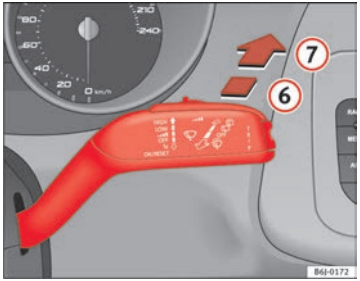

Fig. 61 Windscreen wiper and windscreen wash lever: rear window wiper
– Press the lever forwards to position (6) ⇒ fig. 61. The wiper will wipe the window approximately every 6 seconds.
– Press the lever fully forwards to position (7) ⇒ fig. 61. The rear wiper and washer operate at the same time. The windscreen wash system will function as long as you hold the lever in this position.